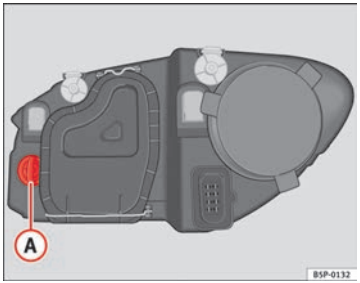

Fig. 163 Turn signal
– Rotate the bulb holder ⇒ fig. 163 (A) to the left and pull.